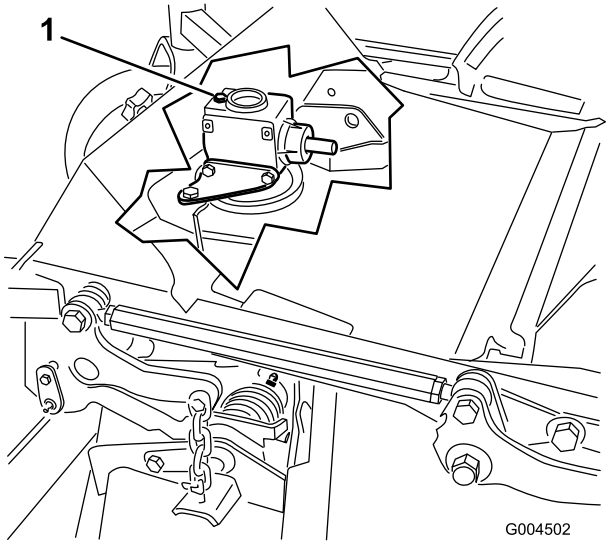

Figur 33
6. Fjern målepinden/påfyldningsproppen, der sidder oven på gearkassen, og kontroller, at oliestanden står mellem mærkerne på målepinden (Figur 33).
6. Fjern målepinden/påfyldningsproppen, der sidder oven på gearkassen (Figur 33).